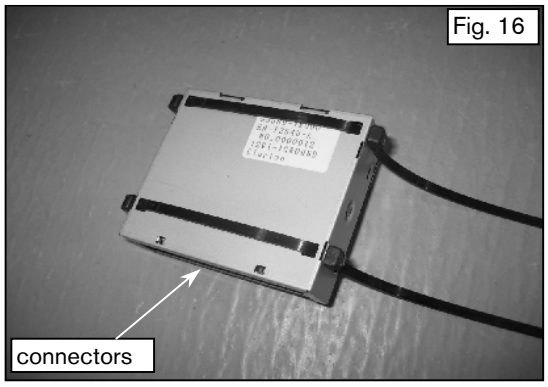

Fig. 16
(2) Thread the two (2) large cable ties through the holes in the chassis from left to right (label facing up). Ensure that the cable ties are pulled through with no slack and the head is pulled right up to module. Fig. 16
(3) Attach another two (2) large cable ties, one to each of the threaded cable ties from the previous step. Fig. 16
(4) Cut the threaded cable ties from step 2 even with the head of the cable ties from step 3. Fig. 16
(5) Using the provided alcohol wipe, clean the bottom of the module and corresponding mounting location. Attach provided double-sided tape to bottom of module. Do not peel off tape liner on the other side yet.